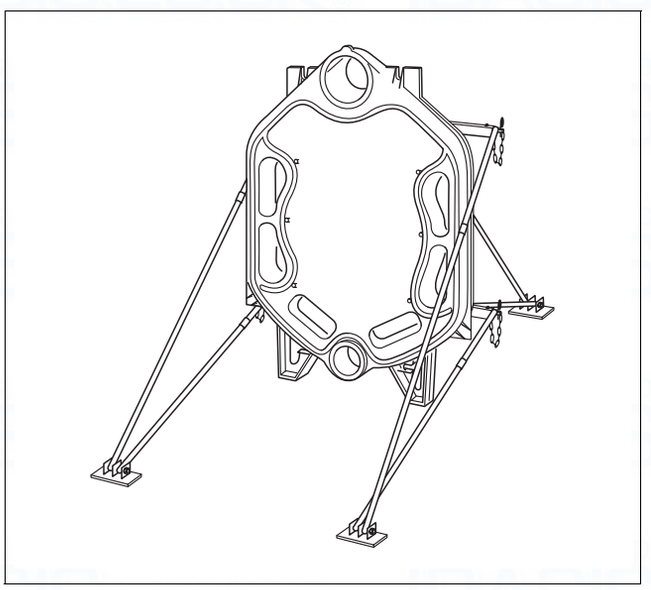

Fig. 7 Rear section with fitted installation set
- Prevent the boiler sections from falling over using the installation aid (accessory) First screw the rear section firmly onto the installation aid (→ Fig. 7).
- Put the rear section in place and prevent from falling over using the installation aid (→ see Fig. 7 and separate installation aid instructions).